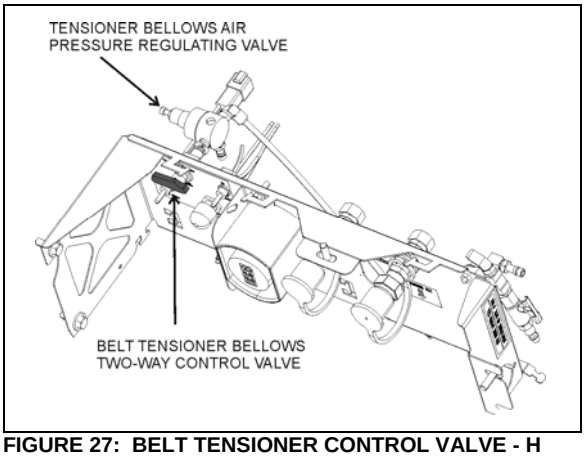

**FIGURE 27: BELT TENSIONER CONTROL VALVE - H SERIES** 12219
2. For vehicles equipped with a 3rd alternator, belt tensioning is also applied through air bellows (Figure 25). Turn the belt tensioner two-way control valve counterclockwise to release bellows pressure (Figure 27).
For H Series vehicles equipped with a 3rd alternator, (Figure 25) belt tensioning is also applied through air bellows which is adjusted by an air pressure regulating valve pressure (Figure 27). The correct pressure of 45 psi is set at the factory. Periodically verify the pressure at the regulating valve using a pressure gauge and correct if required.
Belt tensioning is applied through air bellows which are adjusted by an air pressure regulating valve (Figure 27). The correct pressure of 45 psi.is set at the factory. Periodically verify the pressure at the regulating valve using a pressure gauge and correct if necessary.